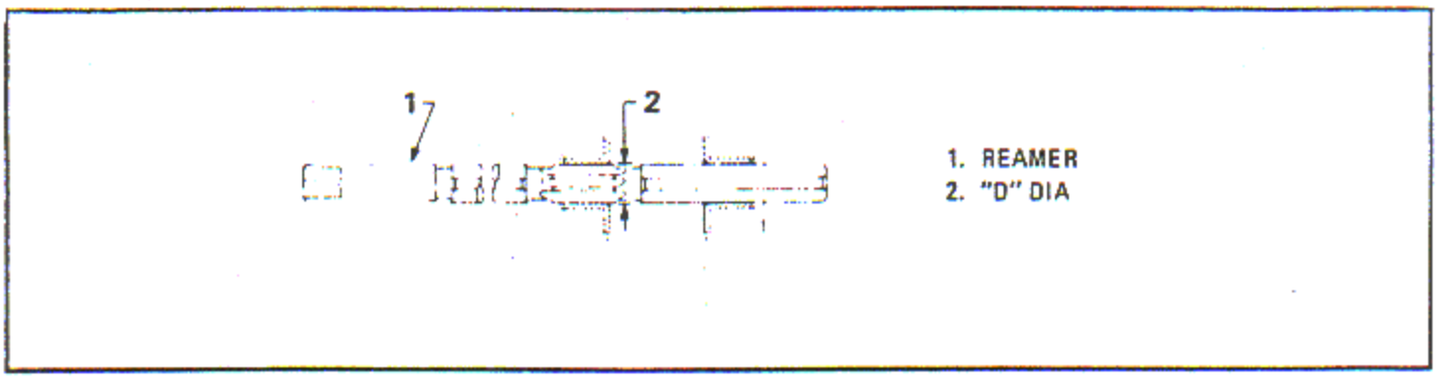

Figure 6-162. Hand Line Reaming Bushing Holes
a. Using reamer E (1, figure 6-162), ream through both bushing holes to diameter D (2), which is 0.5653 - 0.5655 inch. Do not back out reamer. Check holes with plug gage.